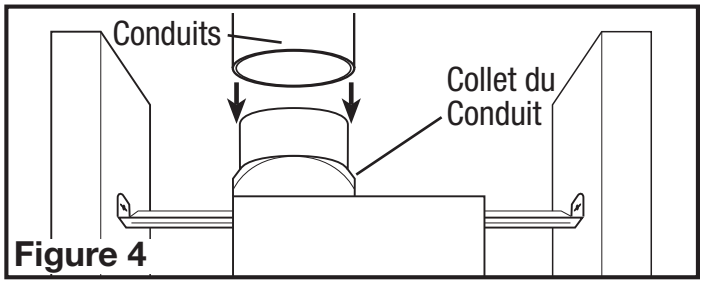

Figure 4
1. Raccorder le conduit au collet de conduit du ventilateur **(Figure 4)**. Fixer en place à l'aide de ruban ou de serre-joint. Toujours évacuer le ventilateur vers l'extérieur au travers de chapeau mural ou de toit. Il est recommandé que les raccords d'extrémité basse de restriction sont utilisées.